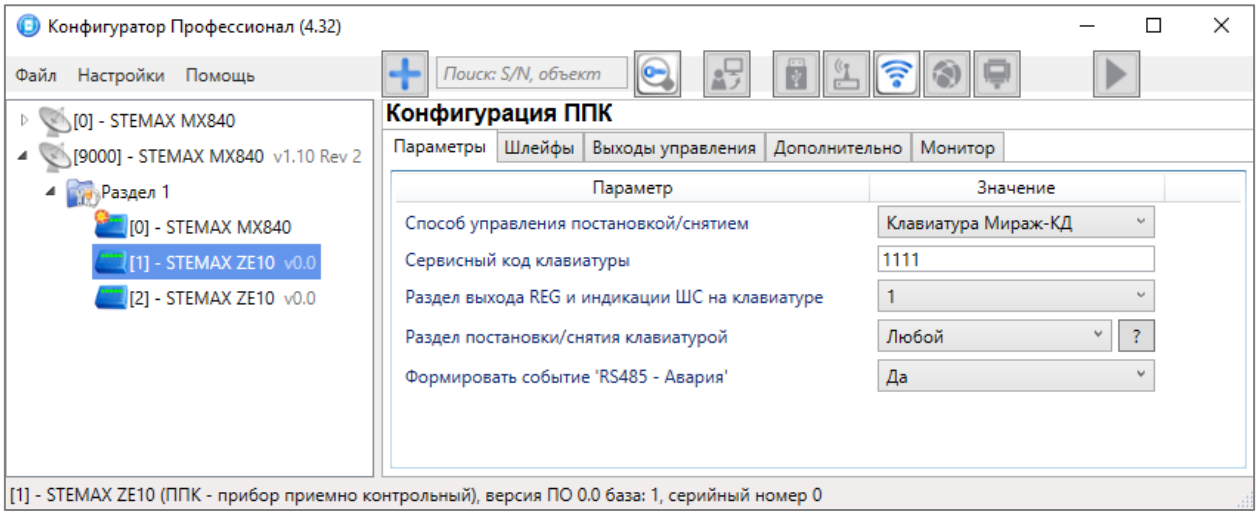

Рисунок 4.4 — Конфигурация СКП, вкладка *Параметры*
- *Клавиатура Мираж-КД:* подключение кодовой панели серии Мираж-КД, производства НПП "Стелс" (см. рисунок 4.4).